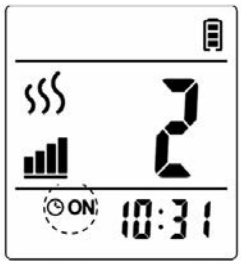

Abb. 3-4
4. Drücken Sie zur Bestätigung noch einmal die Taste **TIMER ON**. Die Timer-Einstellung ist abgeschlossen, und das Display zeigt wieder die aktuelle Uhrzeit mit dem Timer--Symbol an (siehe Abb. 3-4).